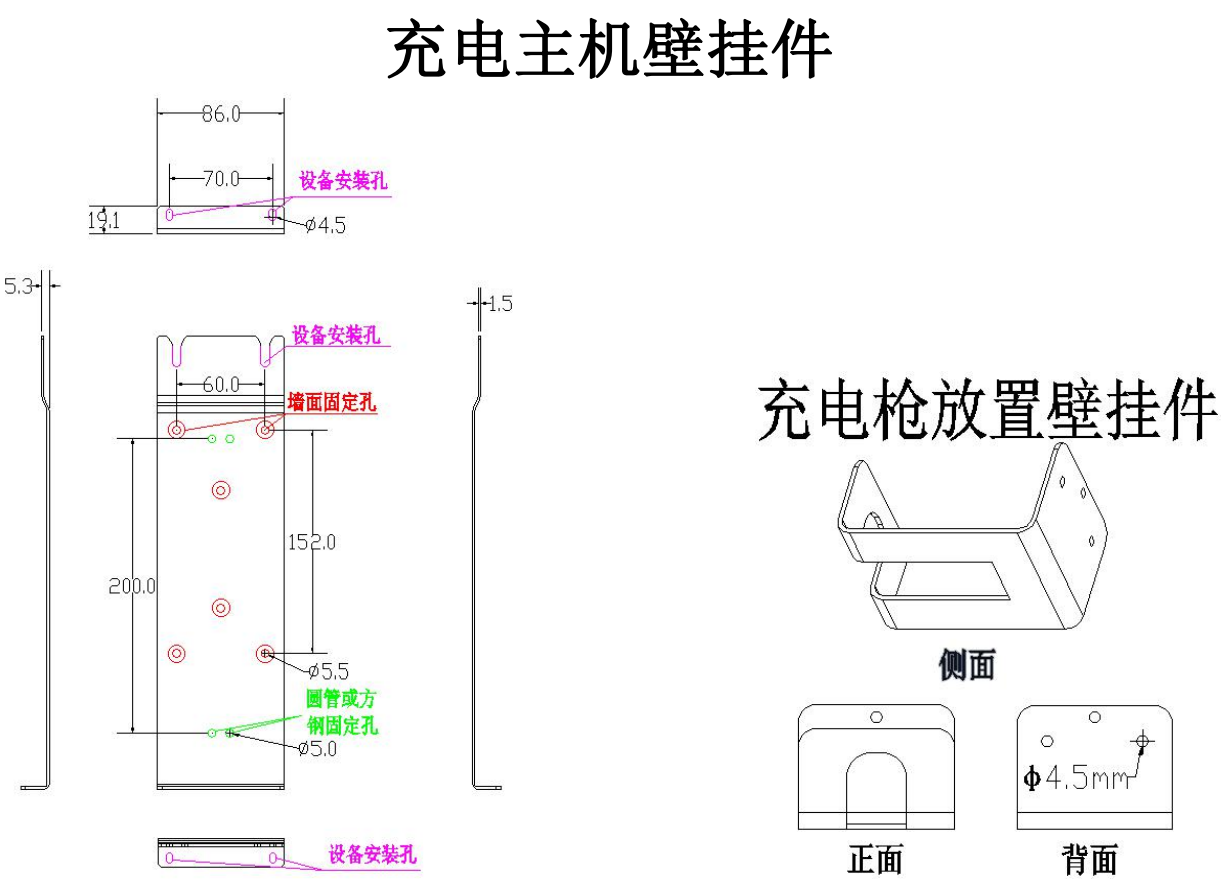

图 12
1、壁挂件 2pcs，如图 12。
3、最后用 3*6㎜²的电线套上 PVC 管从配电箱接入充电桩主机箱内，并接入到设备的漏电开关上，如图 12。